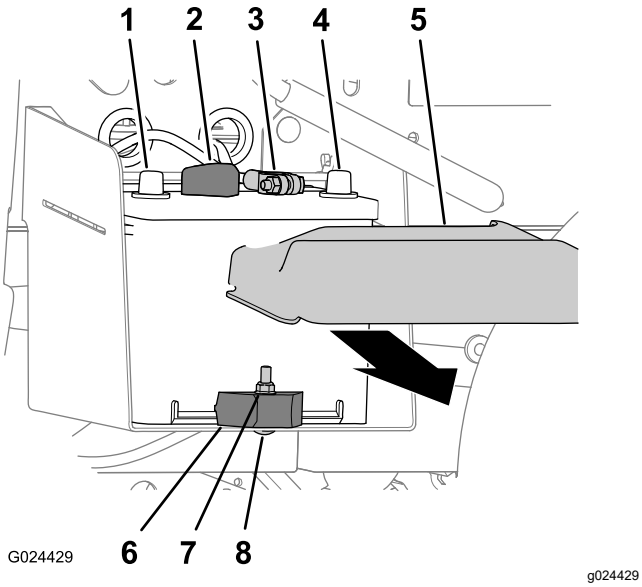

Figur 40
1. Klem siderne af batteridækslet sammen, og afmonter dækslet fra toppen af batteriet (Figur 40).
2. Kobl det negative batterikabel fra batteriets pol (Figur 40).
3. Kobl det positive batterikabel fra batteriets pol (Figur 40).
2. Afmonter låsemøtrikken, bræddebolten og batteriklemmen, der fastgør batteriet til batteribakken (Figur 40).
3. Tag batteriet ud af batteribakken (Figur 40).
1. Ret batterierne ind efter maskinens batteribakke (Figur 40).
Bemærk: Sørg for, at batteriets positive og negative poler er justeret som vist i Figur 40.
2. Fastgør batteriet til batteribakken med batteriklemmen, bræddebolten og låsemøtrikken (Figur 40).
1. Slut det positive batterikabel til batteriets pol (Figur 40).
2. Slut det negative batterikabel til batteriets pol (Figur 40).
3. Monter batteridækslet på toppen af batteriet (Figur 40).